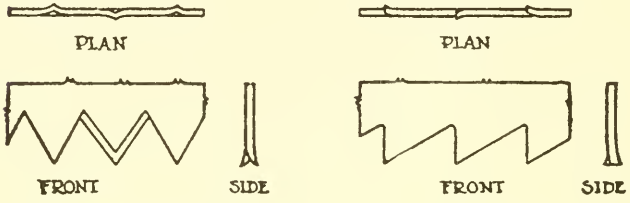

Fig. 17.
4. **The teeth of the crosscut saw are filed to a point. (See Fig. 17.)**
5. **The rip saw has teeth filed to a cutting edge. (See Fig. 17.) They are formed like chisels and cut in the same way.**